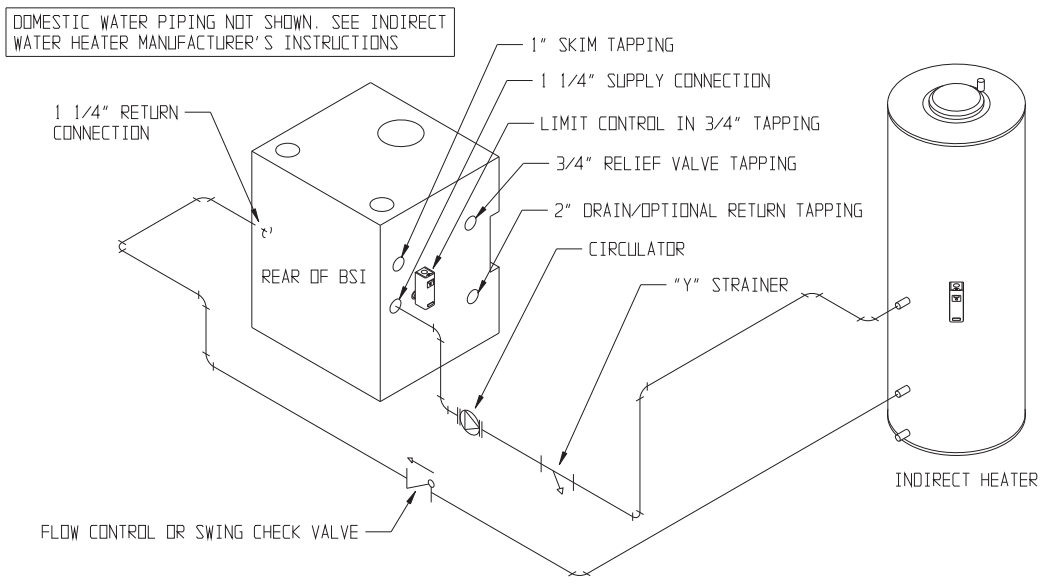
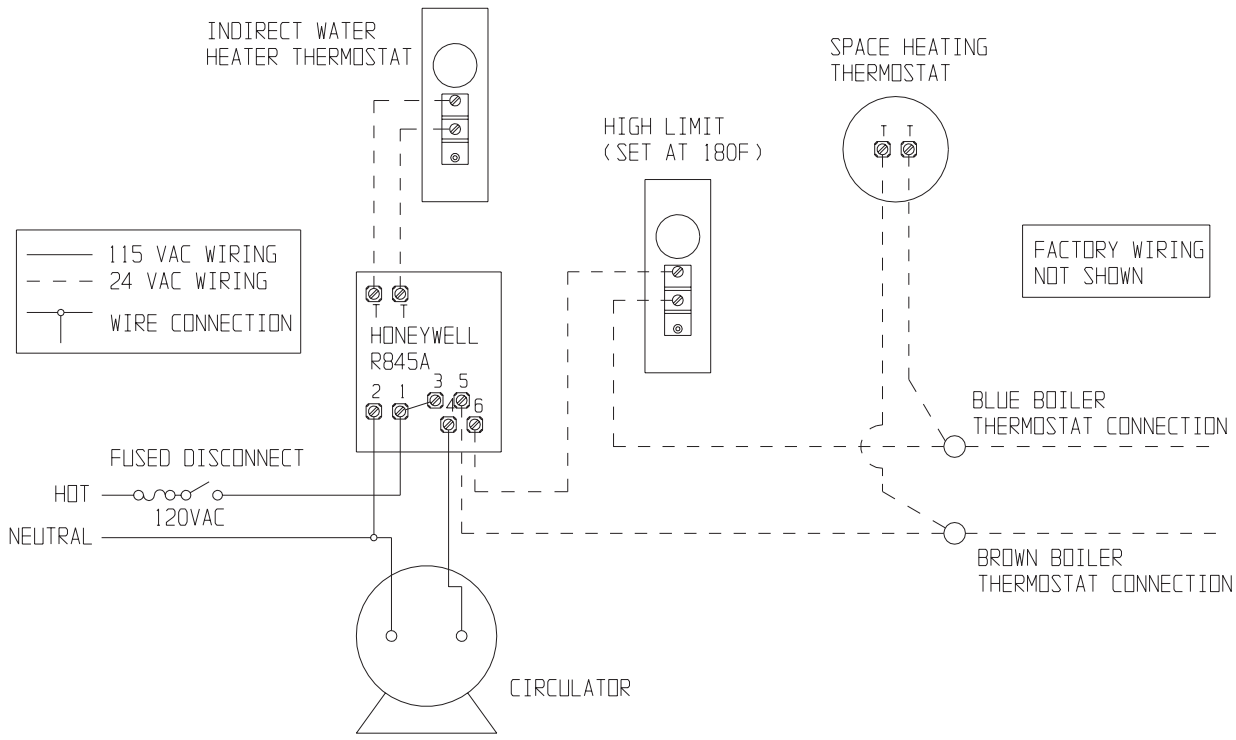

FIGURE 13: INDIRECT WATER HEATER BOILER-SIDE PIPING
FIGURE 14: WIRING INDIRECT WATER HEATER TO BOILER
1) Circulator - Mount the circulator as shown in Figure 13. The circulator should be located as low and as close to the boiler as practical. Do not install valves, or other devices having a significant pressure drop, between the boiler and the circulator inlet. All piping between the boiler and the circulator inlet should be 1", regardless of the size of the piping required in the rest of the system. See Figure 14 in Part X for wiring information.
4) Boiler Limit Control - Use a SPST break-on-rise temperature limit control such as the Honeywell L4006A. Do not set the limit above 180F as doing so may cause the boiler to steam when there is no call for heat. See Figure 14 for wiring information.
Figure 14 shows field wiring for an indirect water heater. A Honeywell R845A or equivalent DPST relay and transformer is required. The high limit described in Part IX must also be supplied by the installer. A call for heat from the indirect water heater thermostat will energize the relay making both sets of contacts. One set of these contacts then energizes the circulator. The other set of contacts will make the “T” and “T” contacts on the burner primary control, firing the burner. If the boiler water temperature exceeds the high limit setting of 180F, the high limit will open the “T” - “T” circuit and the burner will shut down.